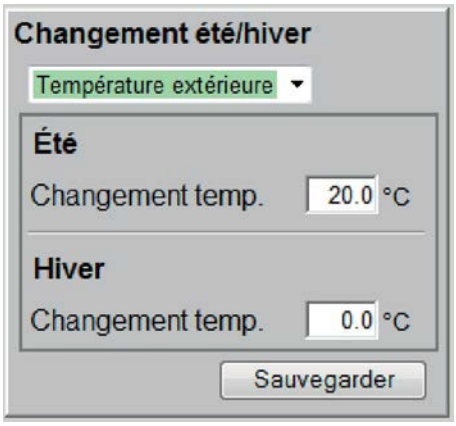

Fig. 37: Température de l'air extérieur
3. ▸ En cas de sélection du type de régulation *« Température extérieure »*, configurer les températures du passage à l'été et à l'hiver (Voir la Fig. 37).